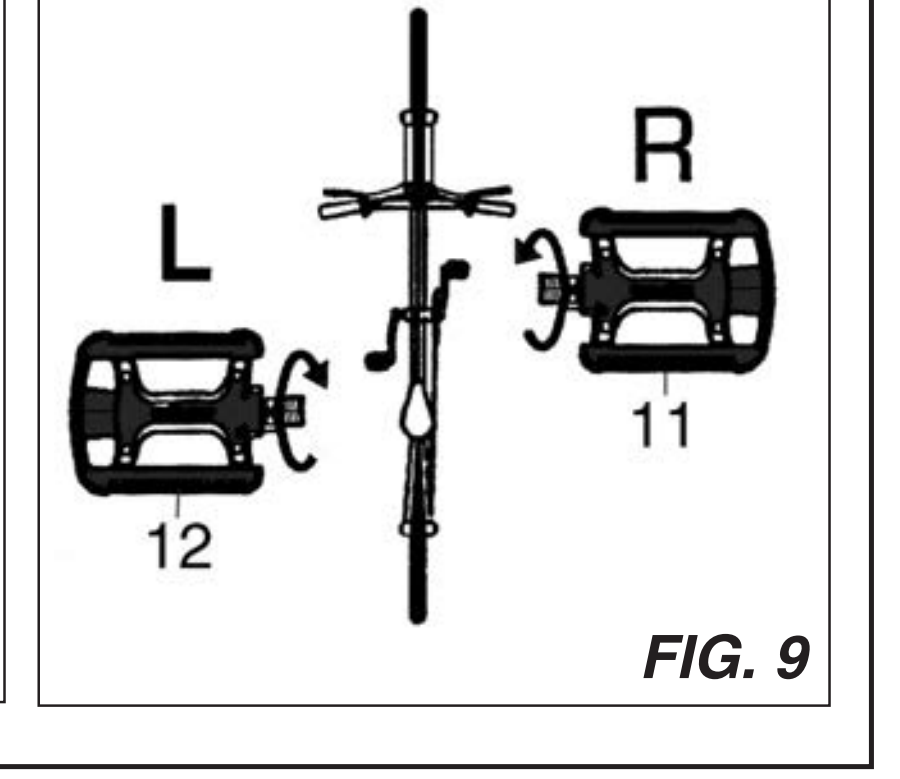

FIG. 9
9. MONTERING AV PEDALENE (fig. 9)